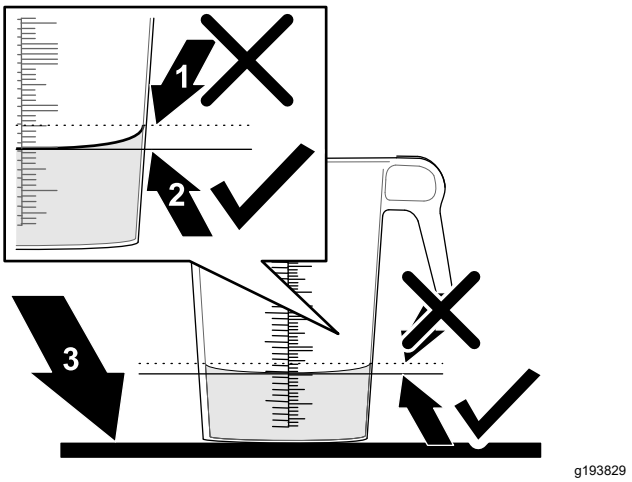

**Bild 50**
6. Stellen Sie den Behälter mit der Skala auf eine ebene Fläche und notieren Sie das Flüssigkeitsvolumen (Bild 50).